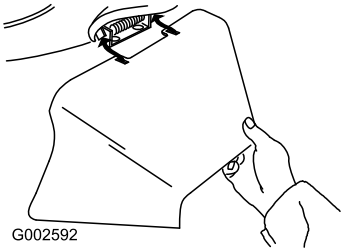

Figuur 30
3. Monteer de zijafvoer en sluit het deurtje op de tunnel (Figuur 30).